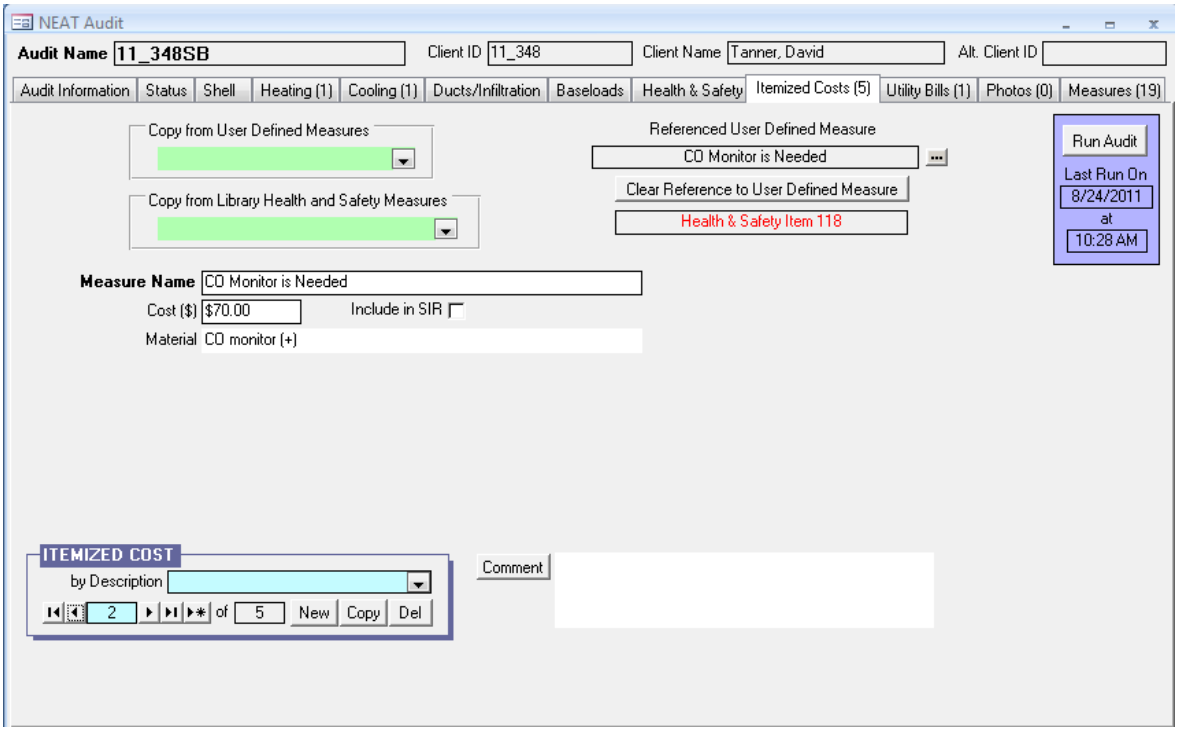

Figure 11.24. The Itemized Costs form under the Main Menu's "NEAT" button. A measure copied from Library Health and Safety Measures.
- **Referenced User Defined Measure** – If you have selected a measure from the Setup Library using either option above, this field will display the measure name as given in the library. If the measure was selected from the "Copy from Library Health and Safety Measures" drop-down list, the text "Health & Safety Item #" appears in red in the uneditable field below this field, where # is a unique number pre-assigned to each measure of the library of health and safety measures. See Figure 11.24. *Uneditable*.